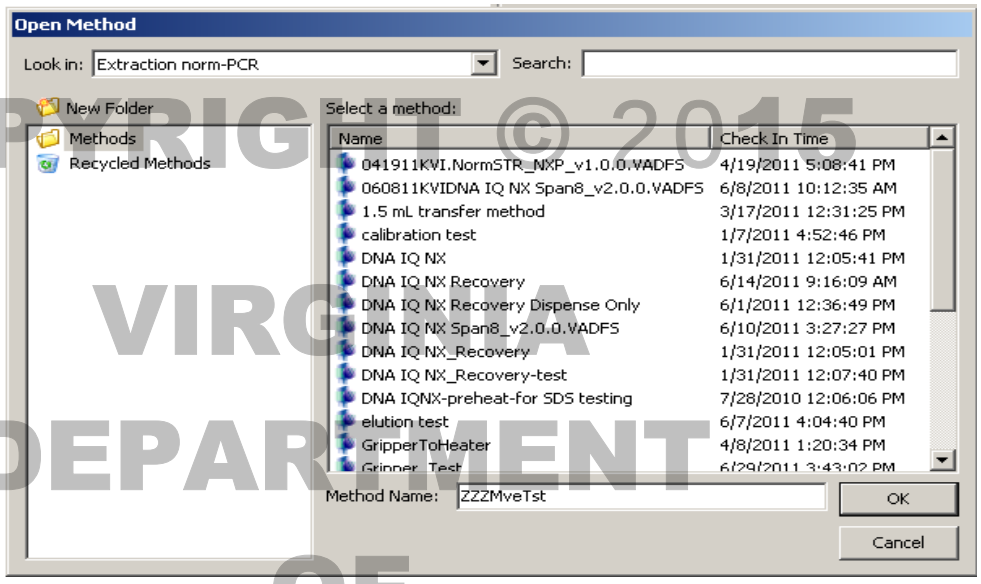

Figure 7. Open method window.
2.6.3.2 The window shown in Figure 7 will pop up.